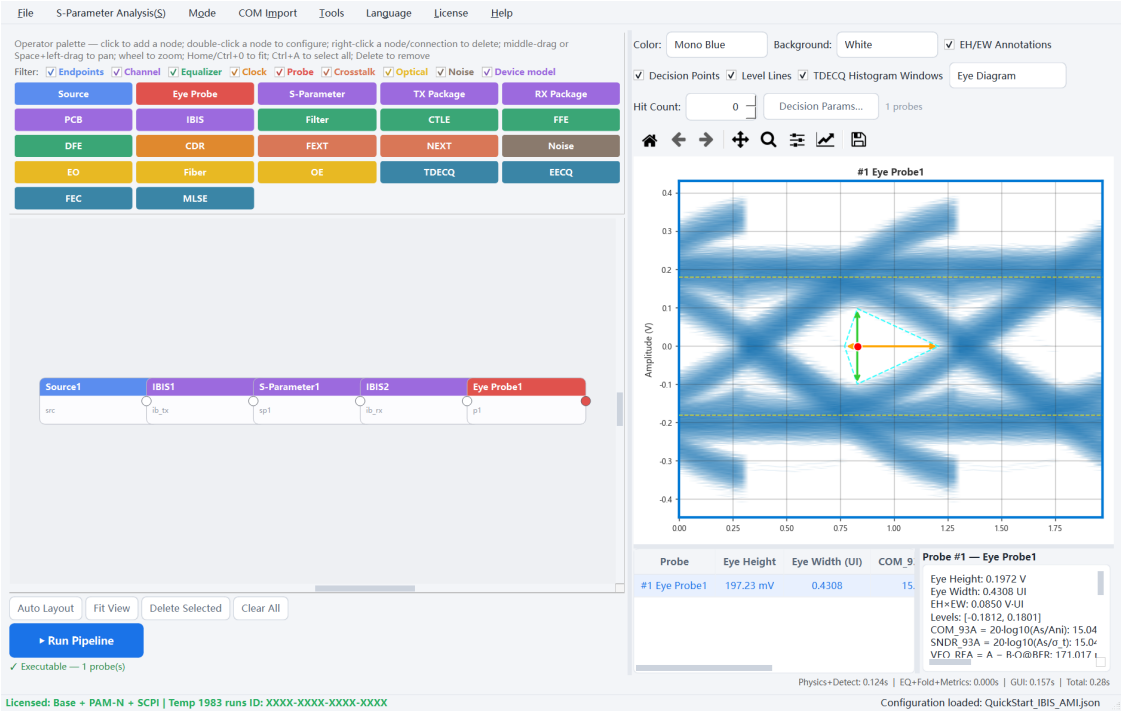
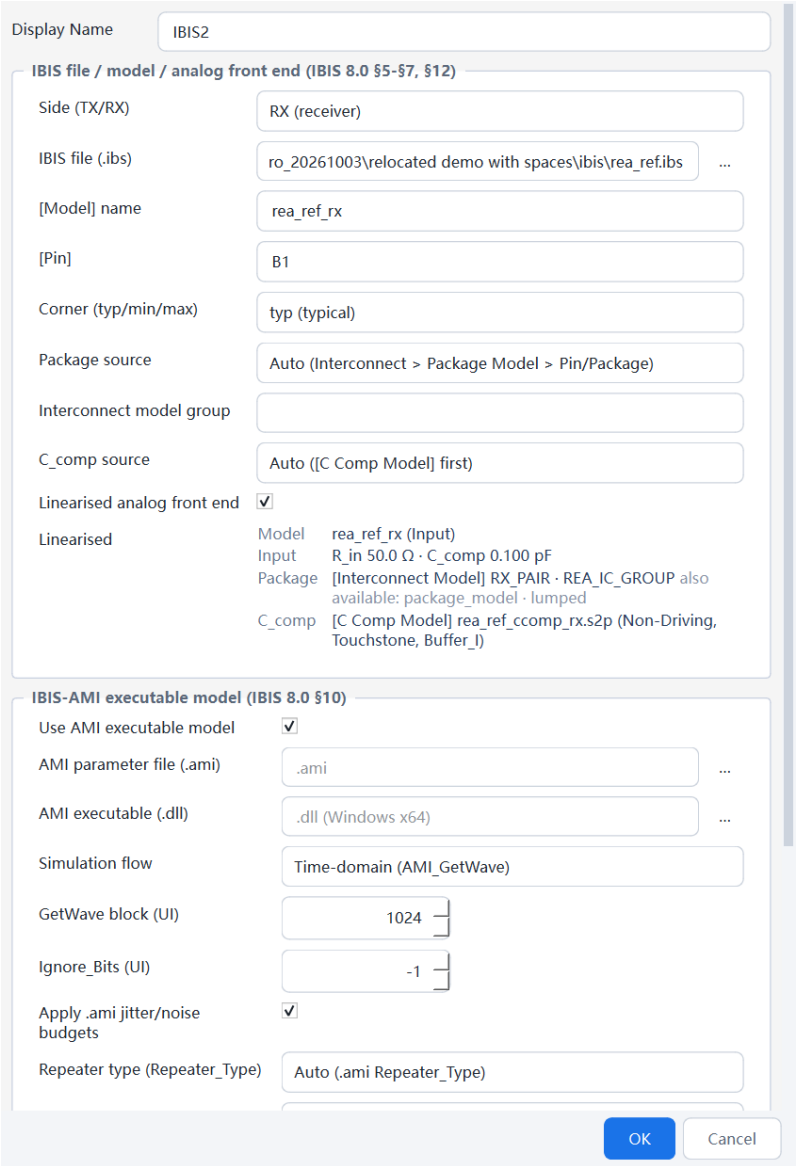

Fig. 8-4 IBIS-AMI device models: TX / RX nodes around the channel, the AMI receiver brings its own equalisation and CDR
Fig. 8-5 IBIS node dialog: package source / interconnect model group / C_comp source and the linearised summary (incl. [C Comp Model])
Step 5 For **IBIS-AMI device models**, load demo\configs**QuickStart_IBIS_AMI.json** and click Run Pipeline. The chain is **Source** → **IBIS TX** → **S-parameter** → **IBIS RX** → **Probe**: NRZ / 53.125 GBd / PRBS13 / 32 samples/UI; TX pin A1, RX pin B1, both using GetWave. The configuration locates demo\ibis\rea_ref.ibs and its AMI / DLL files, plus lossy_channel_10dB.s4p (Fig. 8-4). These are synthetic reference models authored by REA, not real silicon. Double-click an IBIS node to inspect its pin, model, package and C_comp summary (Fig. 8-5). Vendor models and advanced IBIS 8.0 features are covered in Manual 11.6.